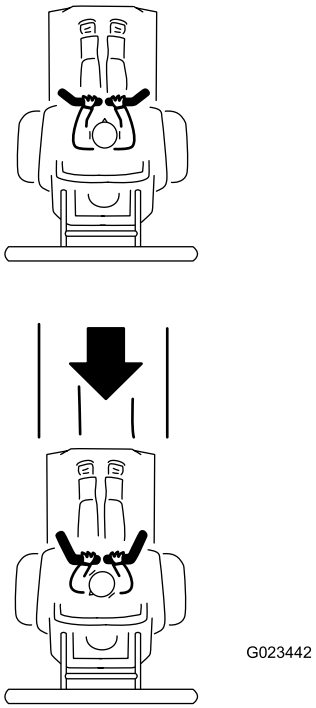

Figur 26
3. Kör bakåt genom att titta bakåt och sakta dra reglerhandtaget bakåt (Figur 26).